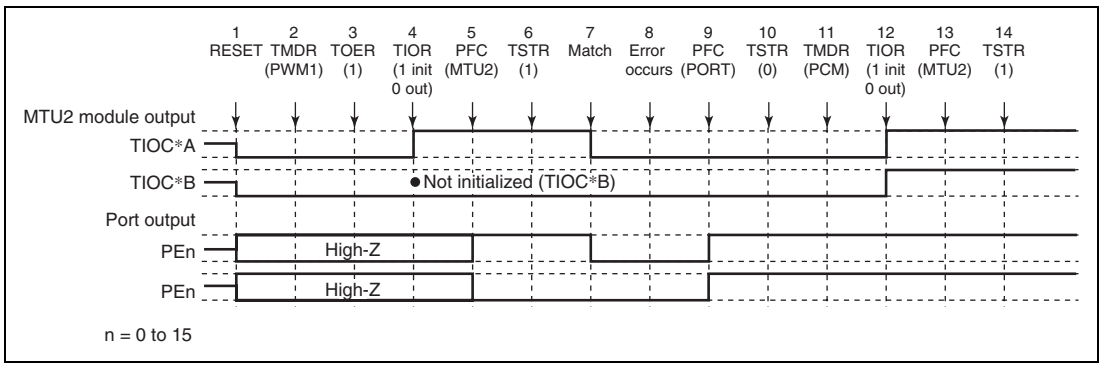

**Figure 10.147 Error Occurrence in PWM Mode 1, Recovery in Phase Counting Mode**
**Operation when Error Occurs during PWM Mode 1 Operation, and Operation is Restarted in Phase Counting Mode:** Figure 10.147 shows an explanatory diagram of the case where an error occurs in PWM mode 1 and operation is restarted in phase counting mode after re-setting.